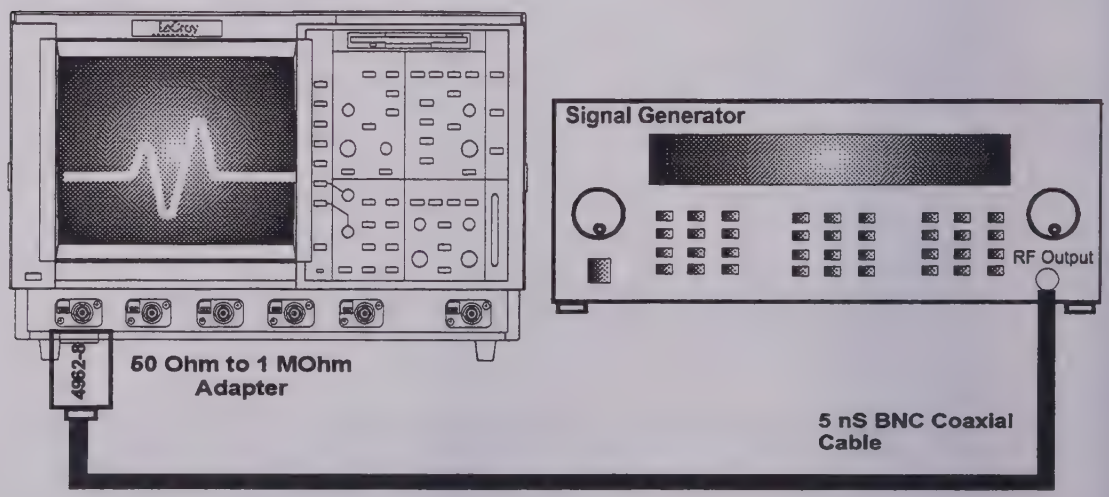

Figure 5-10 : 1MΩ Bandwidth Equipment Setup
- Connect the test equipment as shown in Figure 5-10.
- Reconnect the signal generator to DSO Channel 1, as shown in Figure 5-10.